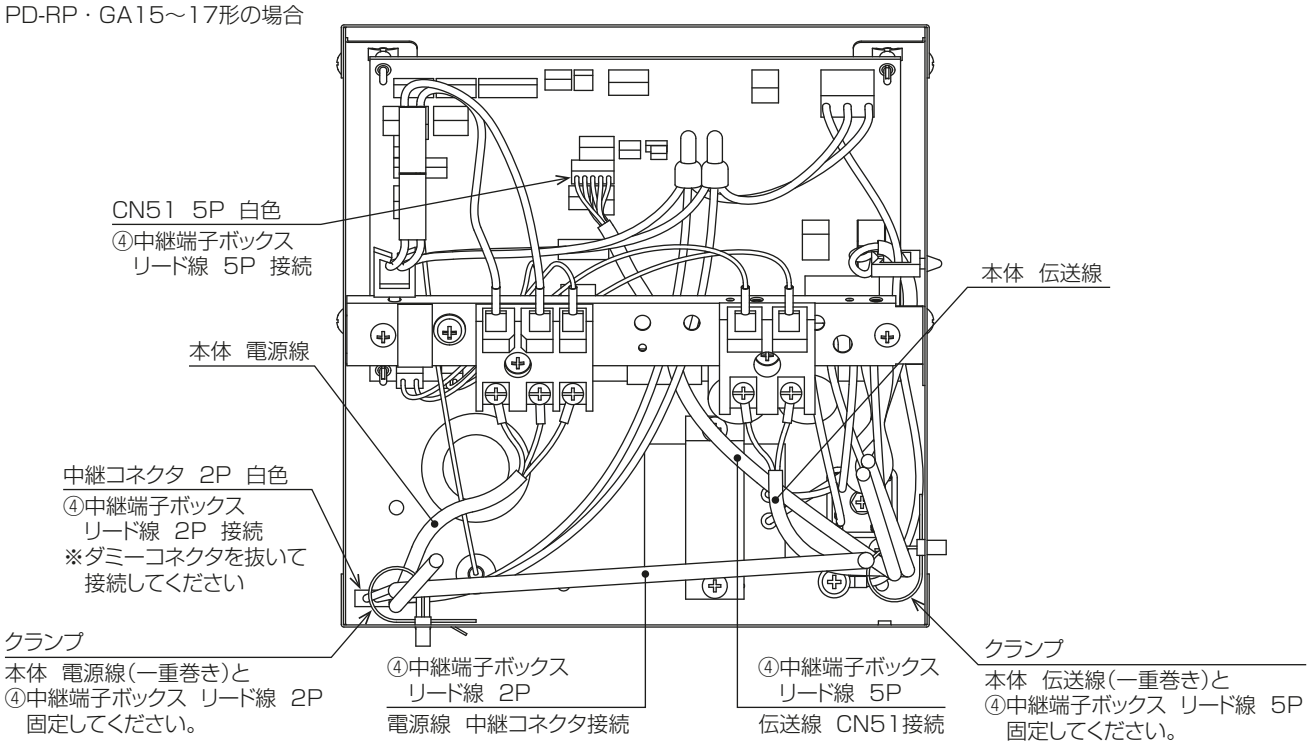

図 12
- ④中継端子ボックスリード線を配線してください。（**図 12**）